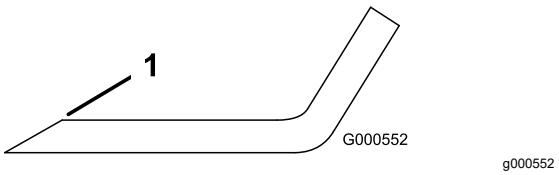

Figur 65
1. Slipa eggarna i båda ändarna av kniven med en fil (Figur 65).
Obs: Om kniven inte är balanserad kan du fila bort lite metall från knivens segeldel (Figur 65).